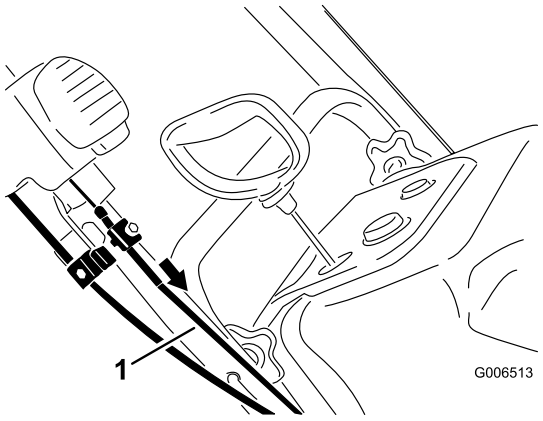

图42
5. 向前拉上电缆护罩，直到消除拉线上的松弛，并牢固拧紧上电缆夹上的螺钉 (图42)。